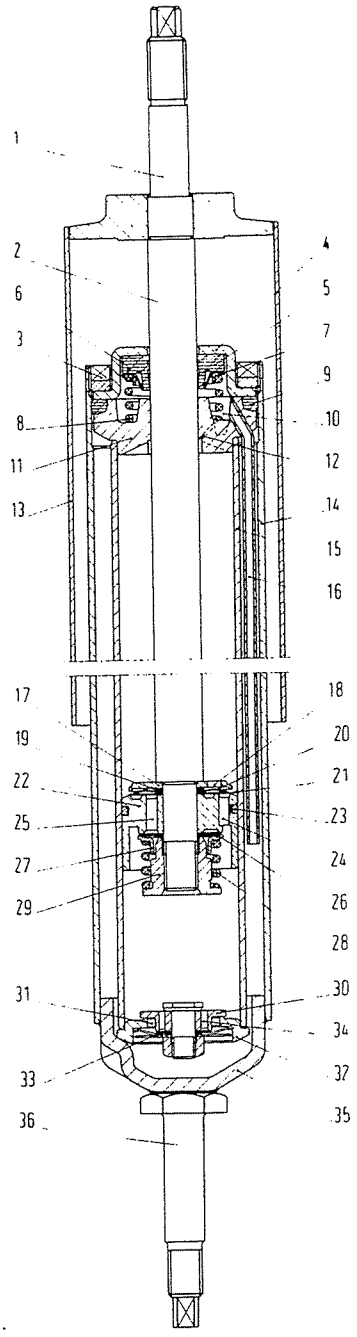

Abb. 262 - Schnitt durch den Teleskop-Stossdämpfer.
Die Teleskop-Stossdämpfer bestehen im wesentlichen aus einem zylinderförmigen Gehäuse, in welchem als zweiter Zylinder der Arbeitszylinder gelagert ist (14 u. 15, Abb. 262). Der Hohlraum ringförmigen Querschnitts zwischen beiden genannten Zylindern dient als Vorratsbehälter.
Diese Vorrichtung besteht im wesentlichen aus einer Kapillarbohrung (12, Abb. 262), durch welche der Arbeitszylinder (15) mit der Kammer (10) verbunden ist, und einem Rohr (16), das genannte Kammer mit dem Behälterrohr verbindet.
g) die Kapillarbohrung (12, Abb. 262) muss vollkommen frei sein.